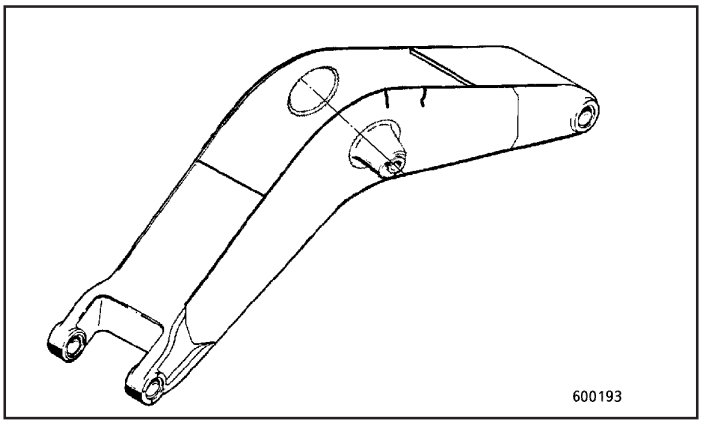

Fig.92
2. Remova a chapa de base superior na região da trinca (Fig. 92).